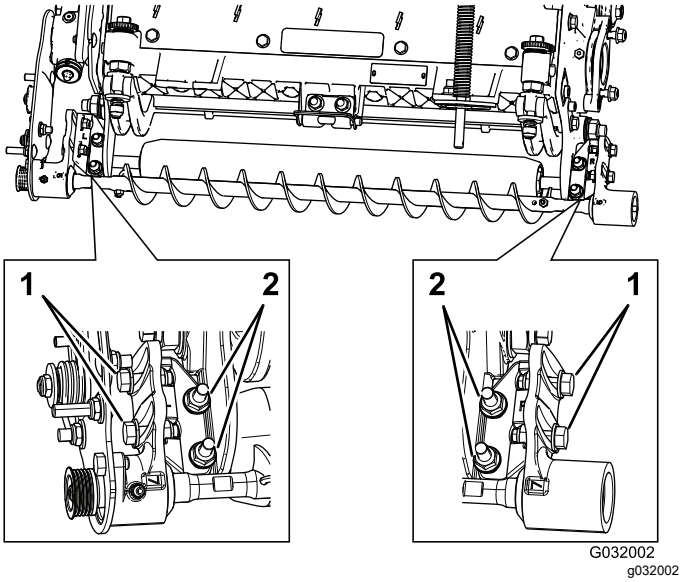

Bild 13
A. Lösen Sie die zwei Sicherungsbundmuttern, mit denen die Befestigungshalterung der Rollenbürste an der Seitenplatte der Schneideinheit befestigt ist (Bild 13).
B. Drehen Sie das Lagergehäuse der Rollenbürste so lange, bis die Bürstenplatte mit der Seitenplatte der Schneideinheit parallel ist (Bild 13).
C. Ziehen Sie die zwei Sicherungsbundmuttern fest, mit denen die Befestigungshalterung der Rollenbürste an der Seitenplatte der Schneideinheit befestigt ist (Bild 13).
1. Lösen Sie die zwei Schrauben, mit denen jedes Lagergehäuse der Rollenbürste an der Befestigungshalterung der Rollenbürste montiert ist (Bild 13).